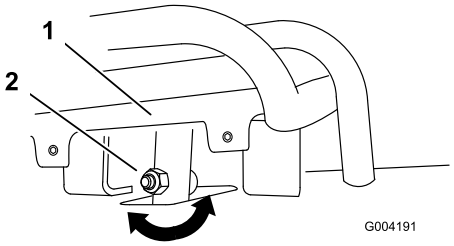
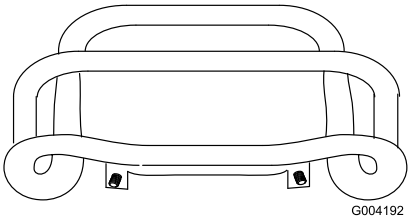

Bild 54
Bild 55
4. Wenn die Vorderseite des Fahrantriebs nicht bündig und gleichmäßig am Anschlagbügel bleibt, lösen Sie die Bundmutter und die Schraube im Schaft des Fahrantriebs (Bild 54).
5. Stellen Sie den Fahrantrieb so ein, dass er bündig am Anschlagbügel bleibt, wenn er gerade nach hinten gezogen wird (Bild 54 und Bild 55).
C. Lösen Sie die Bundmutter und die Schraube im Fahrantriebsschaft (Bild 54).
I. Stellen Sie den Fahrantrieb so ein, dass er bündig am Anschlagbügel bleibt, wenn er gerade nach hinten gezogen wird (Bild 54 und Bild 55).